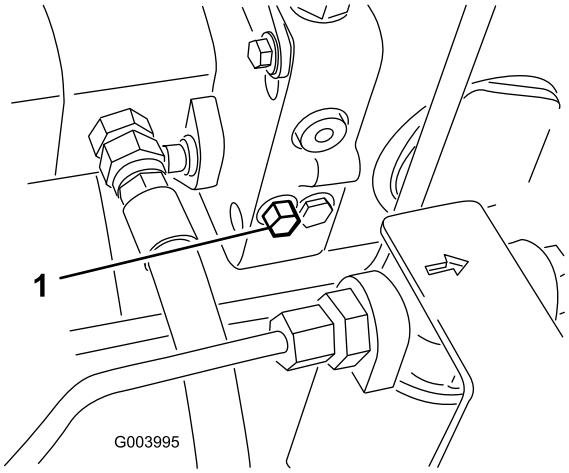

Figur 39
1. Omløbsventilen er placeret på venstre side af hydrostaten (Figur 39). Drej bolten 1 1/2 omgang for at åbne den, og lade olien løbe om internt.